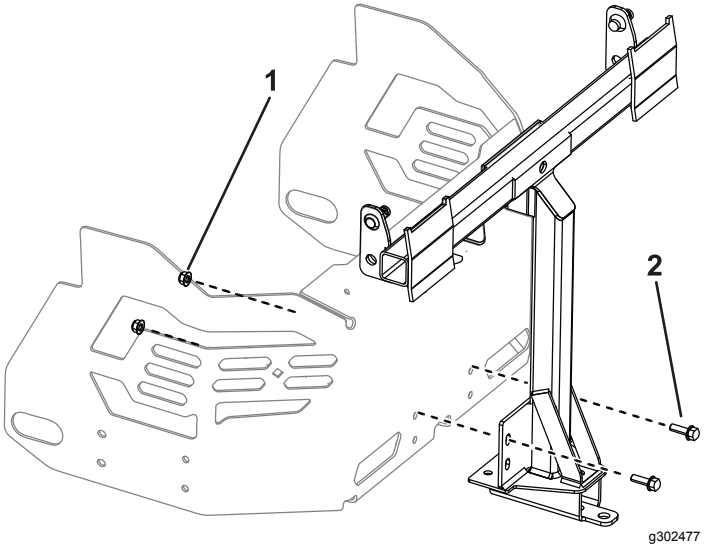

Figur 15
4. Montera svängramen löst på maskinramen med två skruvar (5/16 x 1 tum) och två låsmuttrar (5/16 tum) enligt Figur 15.
6. Dra åt de två skruvarna (5/16 x 1 tum) och de två låsmuttrarna (5/16 tum) enligt Figur 15.